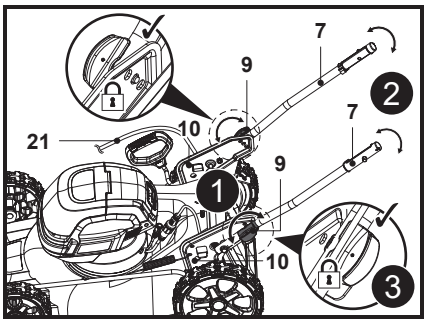

Fig. 2
3. Alinhe os orifícios de fixação do guiador inferior (7) com o suporte da pega (10) e rode o bloqueio da pega (9) 90° para trás (Fig. 2, passo 1).
4. Rode o guiador inferior (7) até que o pino de autotensionamento (9a) passe através de um dos orifícios de fixação do suporte da pega (10) (Fig. 2, passos 2, 3).
5. Repita a montagem acima no outro guiador inferior (7).